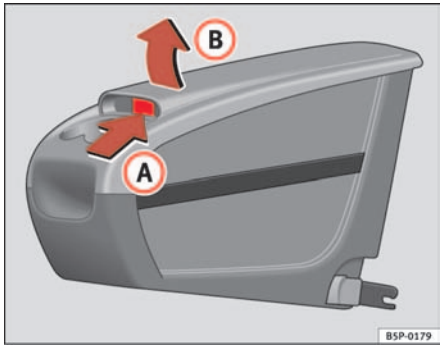

Fig. 111 Mobile stowage compartment Opening
– Lift the cover (B), in area (A) ⇒ fig. 111.